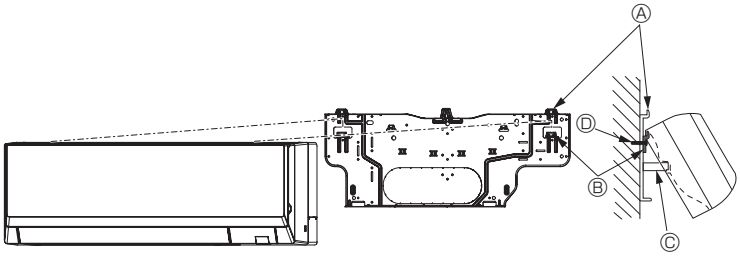

Fig. 3-13
- **Если внутренний блок нельзя подвесить и поднять с помощью обычного крючка (размер 2.1. Ⓚ (расстояние между потолком и блоком) составляет 75 мм или меньше), подвесьте блок на нижний крючок с левой стороны трубопровода. (Fig. 3-13)**
(Fig. 3-13)